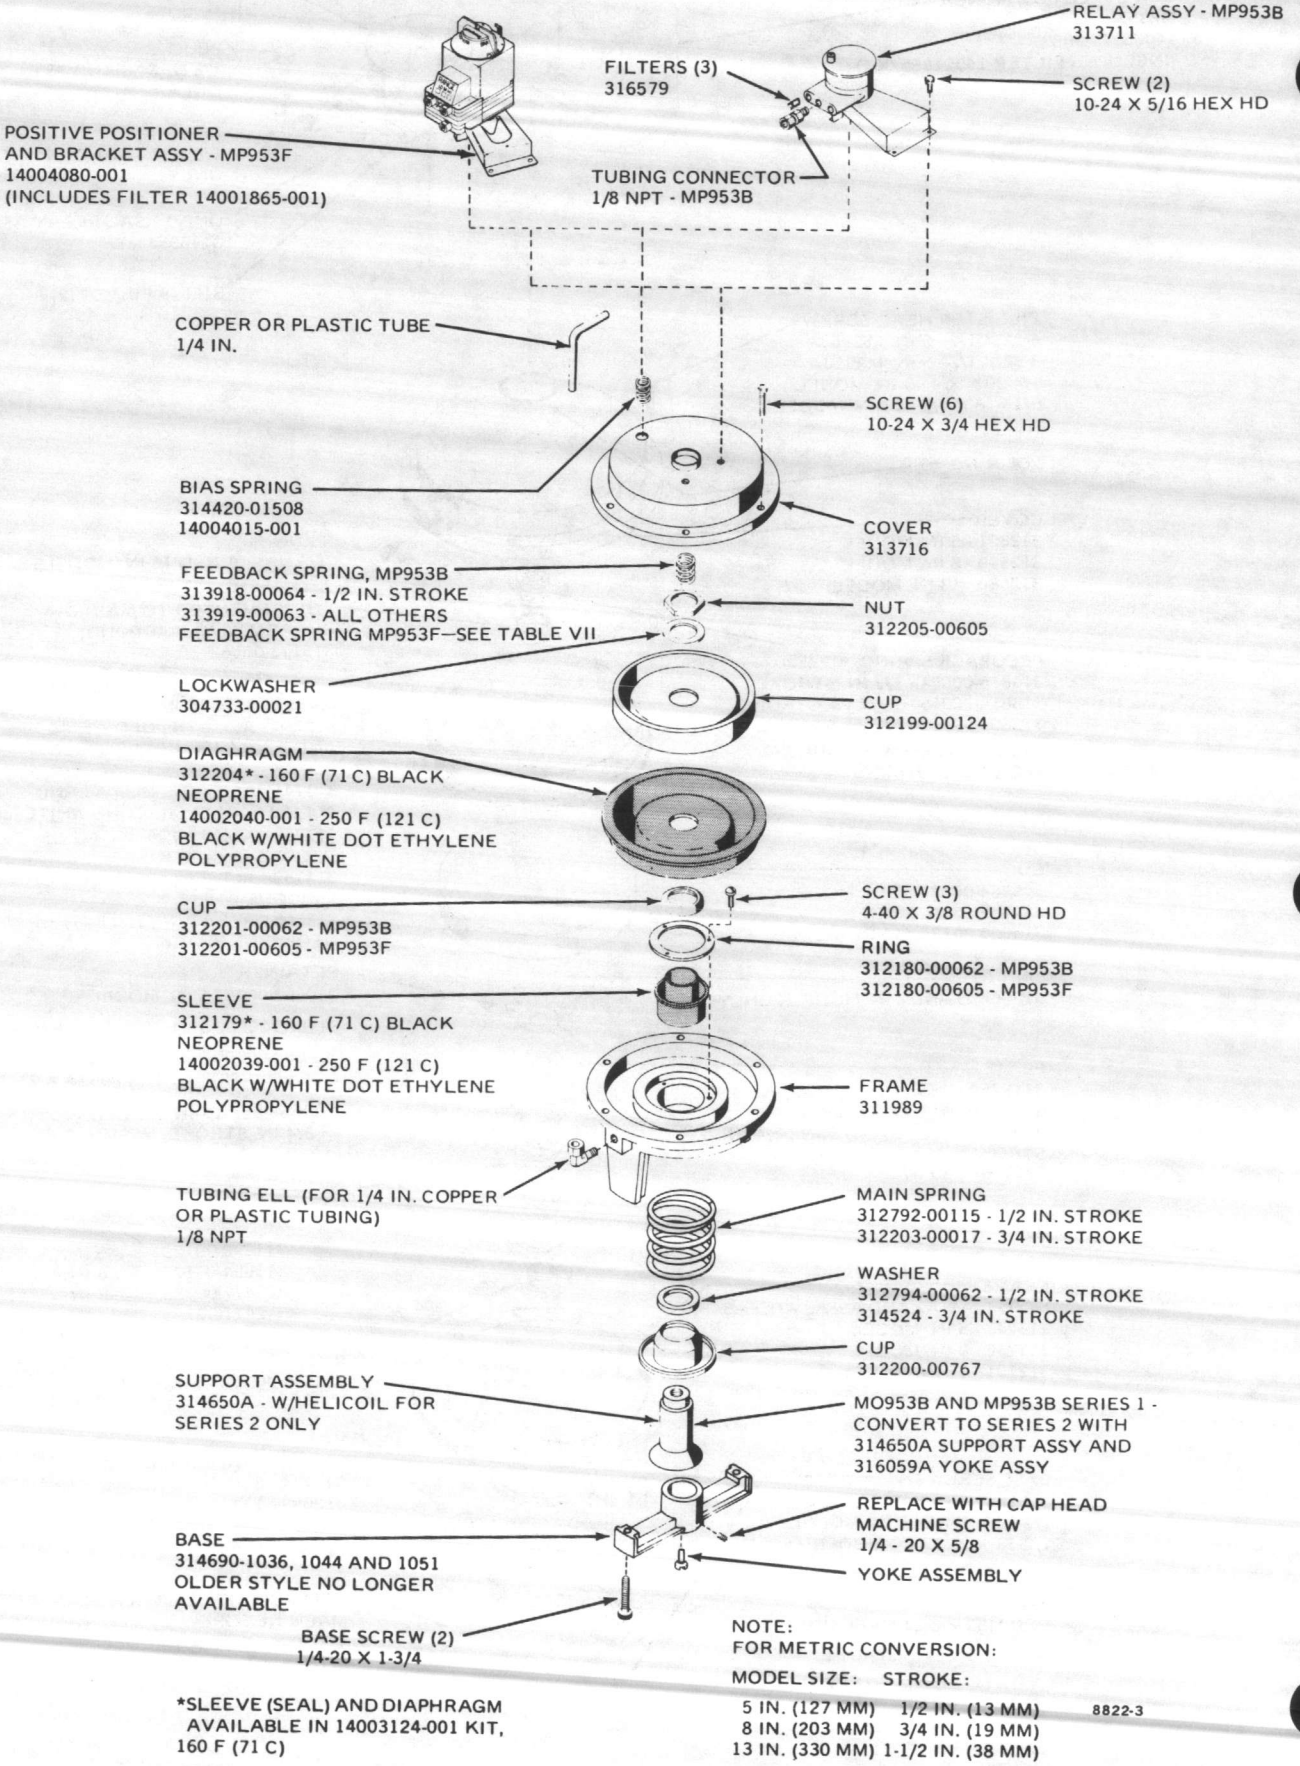

Fig. 11. MO/MP953B and F Exploded View.
2. Remove cup, screws, ring, and sleeve (Fig. 11 and 13).
Select spring by operating range and valve stem travel. Springs are interchangeable if operating range and valve stem travel are the same. See Table V and Figures 11 and 13.